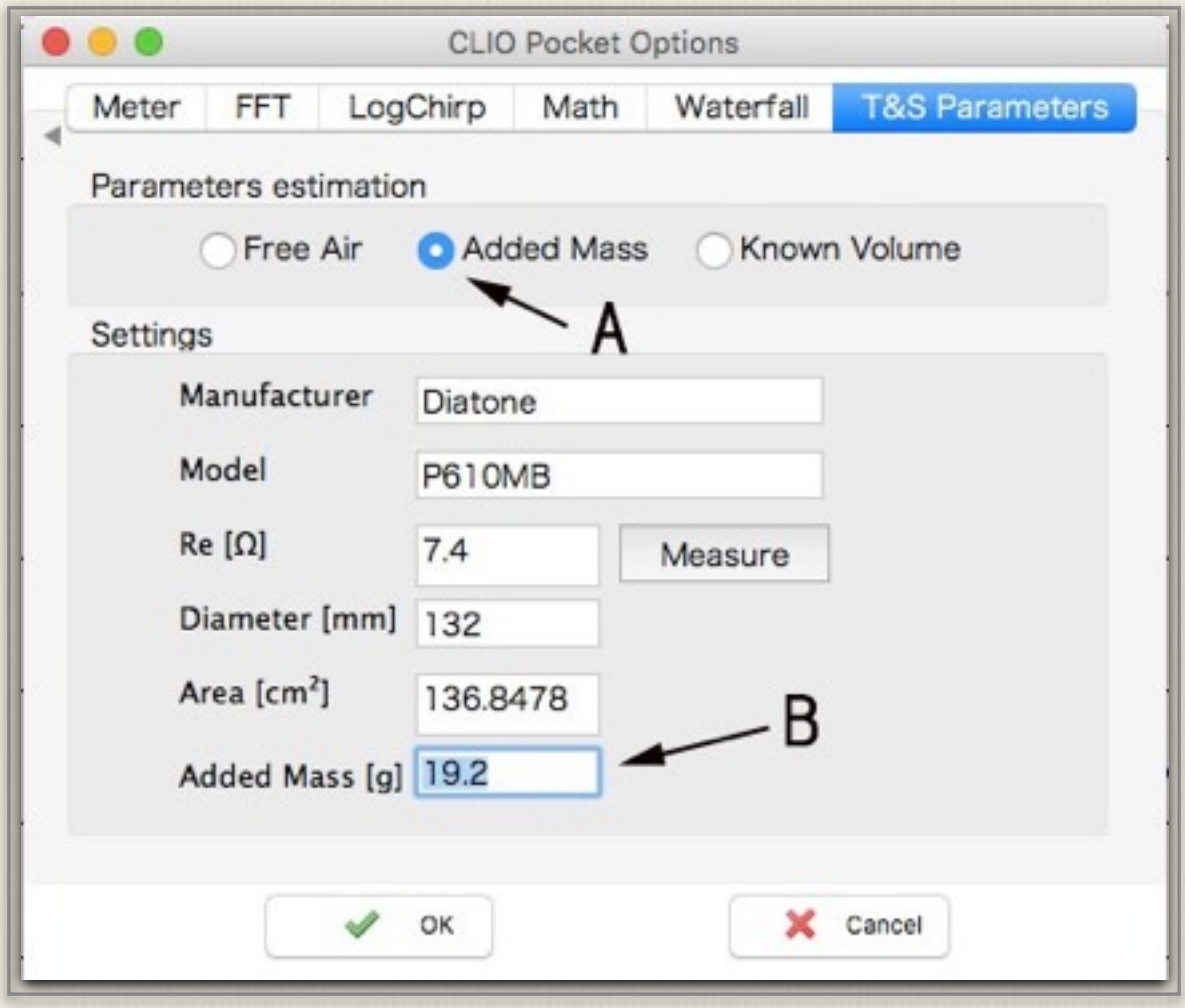

図3-9　T&Sパラメーター（重量負荷）設定
① 再び「CLIO Pocket Options」上で、図3-9「T&S Parameters」タブを開く
② 矢印A 重量負荷「Added Mass」を選択する
③ 振動板に負荷した重量を、矢印Bに入力
④ T&Sパラメーターを開く